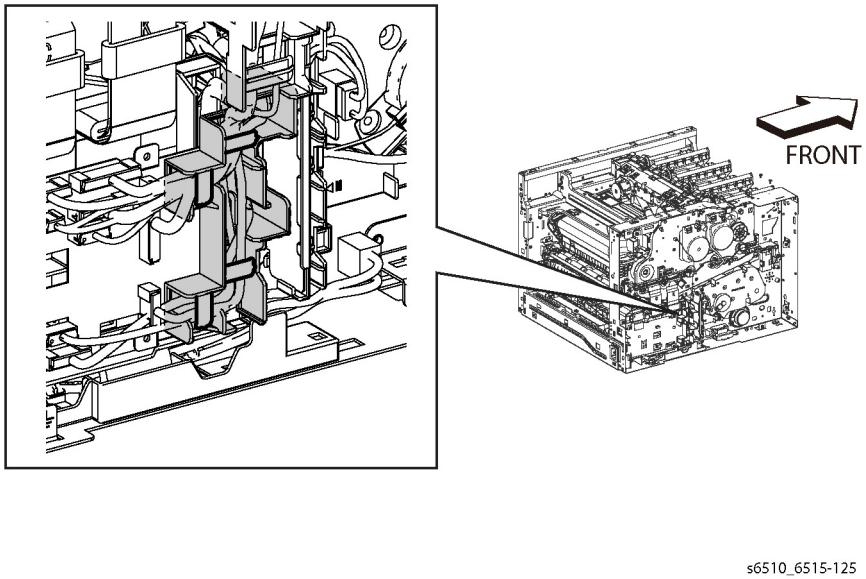

Figure 1 Release the Harnesses from the MCU Plate (SFP)
3. Refer to Figure 1 to release the cables from the MCU Harness Guide and remove the guide.